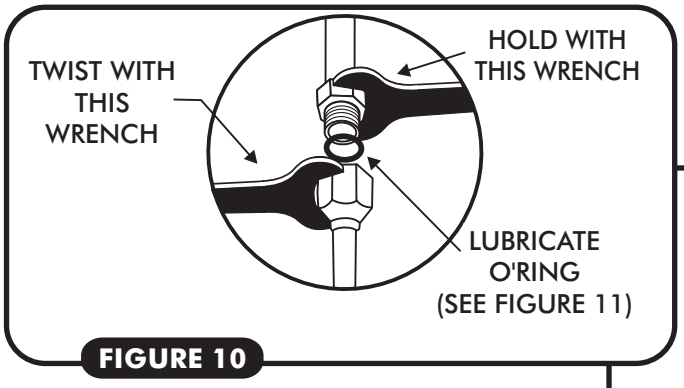

FIGURE 10
- ☐ INSTALL THE #6 AND #8 CONDENSER LINES THROUGH 1 1/4" HOLE . LUBRICATE O-RINGS (SEE FIGURES 10 & 11, PAGE 12) AND CONNECT LINES TO CONDENSER
- ☐ ON A WORK BENCH, INSTALL EVAPORATOR REAR BRACKETS, AND INSTALL EVAPORATOR HARDLINES WITH PROPERLY LUBRICATED O-RINGS. (SEE FIGURE 17, PAGE 18, AND FIGURES 10, 11 & 12, PAGE 12.)
- ☐ LOCATE THE #8 COMPRESSOR ALUMINUM HARDLINE. LUBRICATE (1) #8 O-RING AND INSTALL ON THE FEMALE O-RING END. CONNECT THIS LINE TO THE #8 DISCHARGE PORT ON THE COMPRESSOR, AND TIGHTEN. SEE FIGURES 10 & 11, PAGE 12.